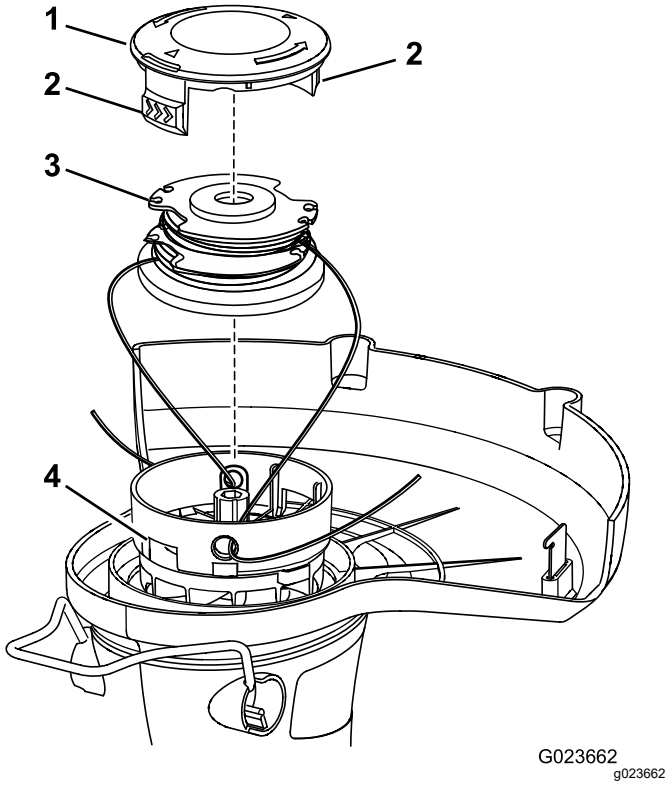

Figura 11
1. Presione las pestañas laterales del retén del carrete (Figura 11).